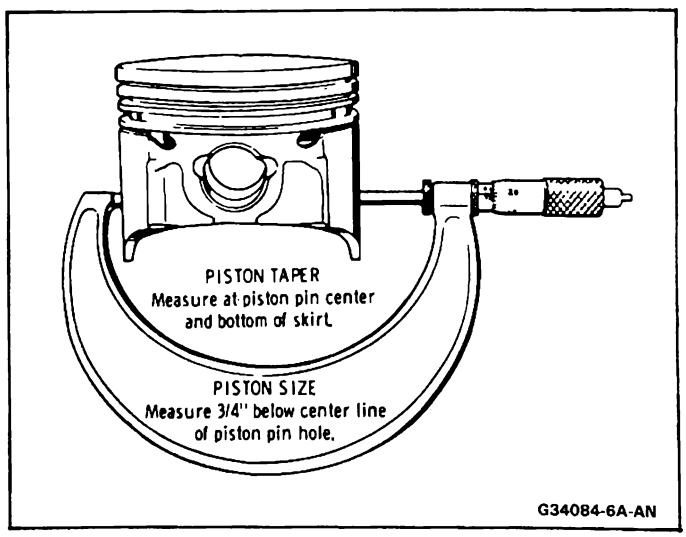

Figure 34 — Measuring Piston
Figures 34 and 35
- Measure the piston diameter. When measuring piston for size or taper, measurement must be made as shown with the piston pin removed (Figure 34).